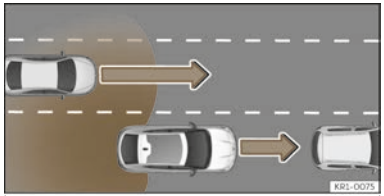

Fig. 154 Overtaking with traffic behind the vehicle.
- When being overtaken by another vehicle ››› **Fig. 154**.